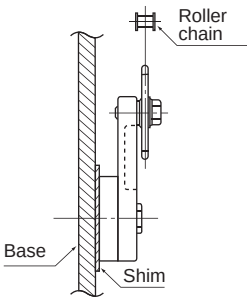

Fig. 3 Tensioner position (side)
4) Adjust with a shim, as shown in Fig. 3, so that the center of the roller chain and idler sprocket are aligned.